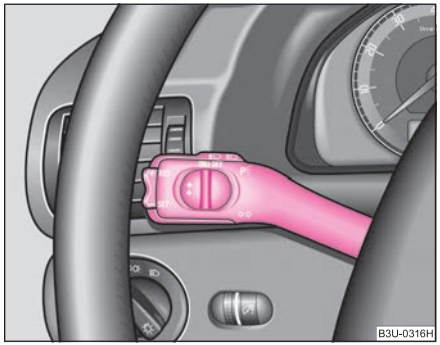

Fig. 40 Turn signal and main beam lever
– Press the main beam lever forward in order to switch on the main beam ⇒ page 59, fig. 40.
– Push the lever upwards or downwards ⇒ page 59, fig. 40.